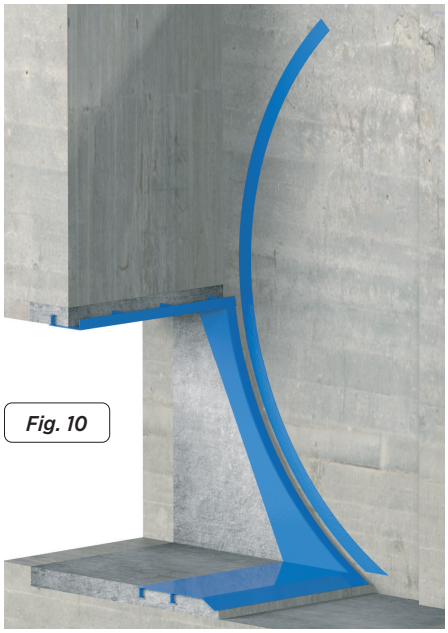

Fig. 10
- Una volta montate l'imboccatura e le basi dei punti di rotazione e gli attacchi del cilindro, collocare le piastre di rotolamento sull'opera civile (fig. 10). È molto importante collocarle correttamente; per questo bisogna rispettare le quote indicate nel disegno d'insieme e centrarle radialmente con il punto di rotazione, dal momento che devono coincidere con le ruote di guida laterale, sia con la saracinesca aperta che chiusa. In un primo momento bisogna collocarle provvisoriamente fino a quando si verifica con la travata che siano bene collocate, dopo la verifica si effettua il fissaggio definitivo.